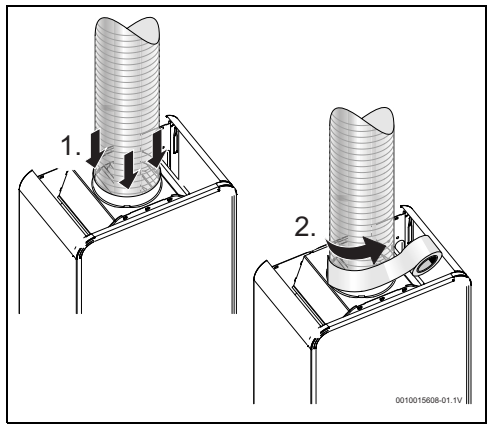

Fig. 11
- ser isolada com material adequado (Fig. 11),